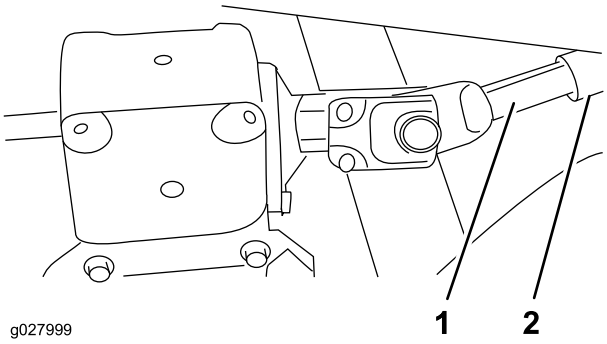

Figur 2
5. Stopp motoren og skyv klippeenheten bort fra trekkenheten, ta hann-enden ut av hunn-enden på kraftuttaksakselen (Figur 2).